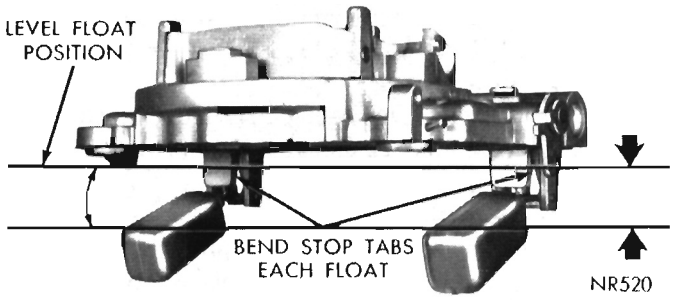

Fig. 10—Checking Float Drop
(1) With air horn inverted (upside down) place air horn in upright position and measure the distance floats move from inverted to upright position. This measurement should be 1/2 inch. (Fig. 10). Air horn gasket installed. If an adjustment is necessary, bend stop tabs on float levers until correct drop setting has been obtained. Bend tab toward needle seat to lessen drop, or away from seat to increase drop.